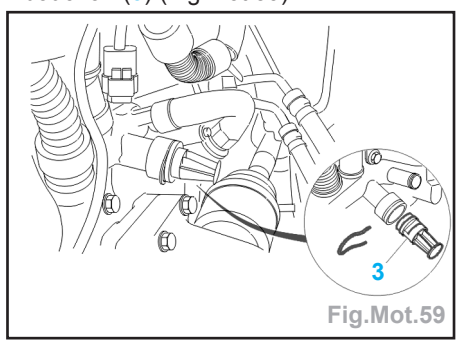

Fig.Mot.59
- Vidanger le moteur en déposant le bouchon (3) (Fig.Mot.59).